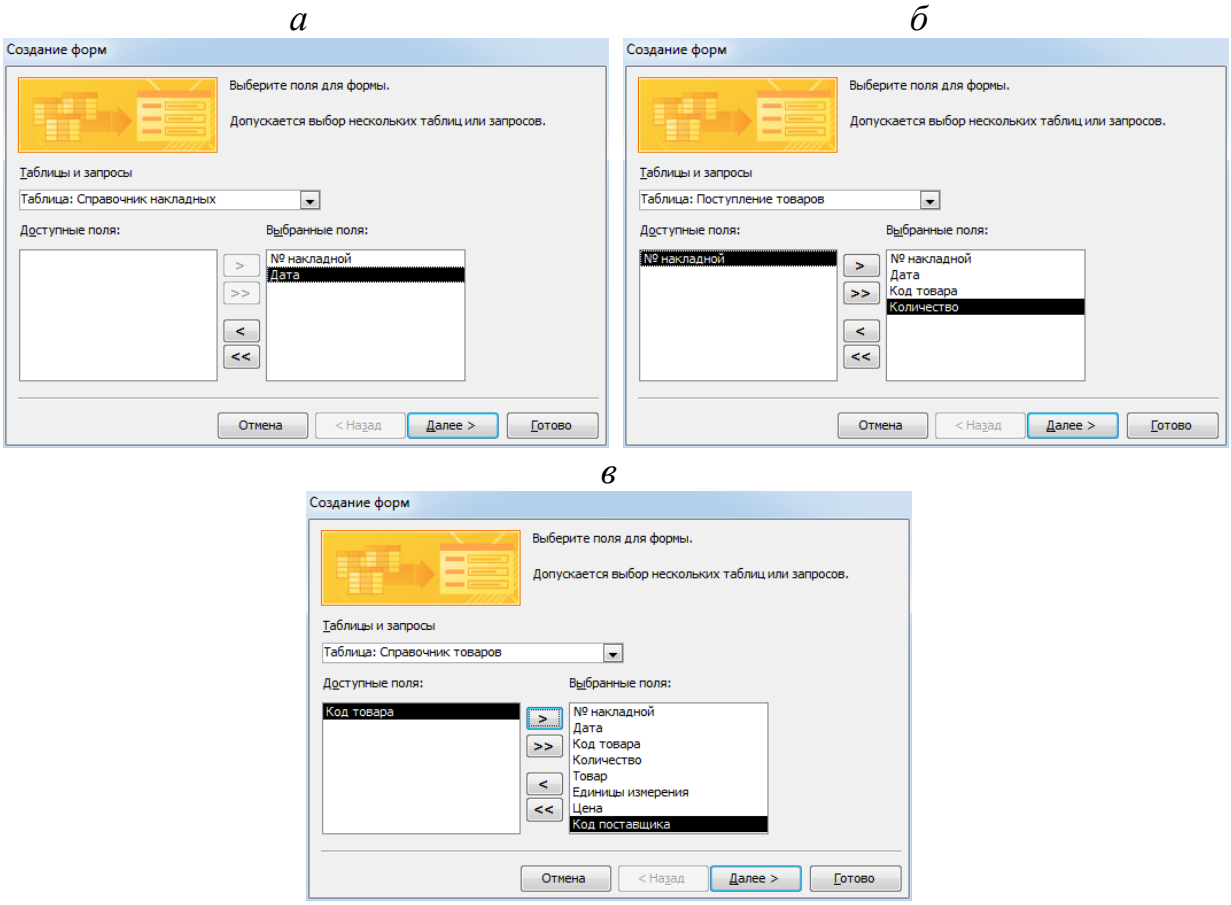

Рис. 3.19. Выбор полей таблицы: *а – Справочник накладных; б – Поступление товара; в – Справочник товаров*
2. В окне *Создание форм* последовательно выбираются таблицы. Соответствующие поля из раздела *Доступные поля* переносятся в раздел *Выбранные поля* нажатием кнопки > (рис. 3.19).